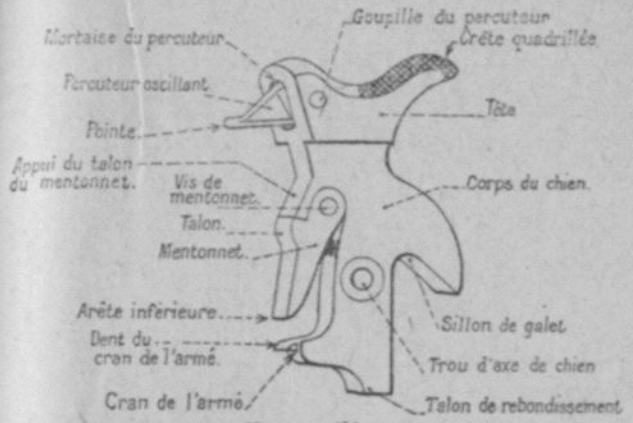

Fig. 9. — Chien.
10. Chien (fig. 9). — Le *chien* comprend cinq pièces :